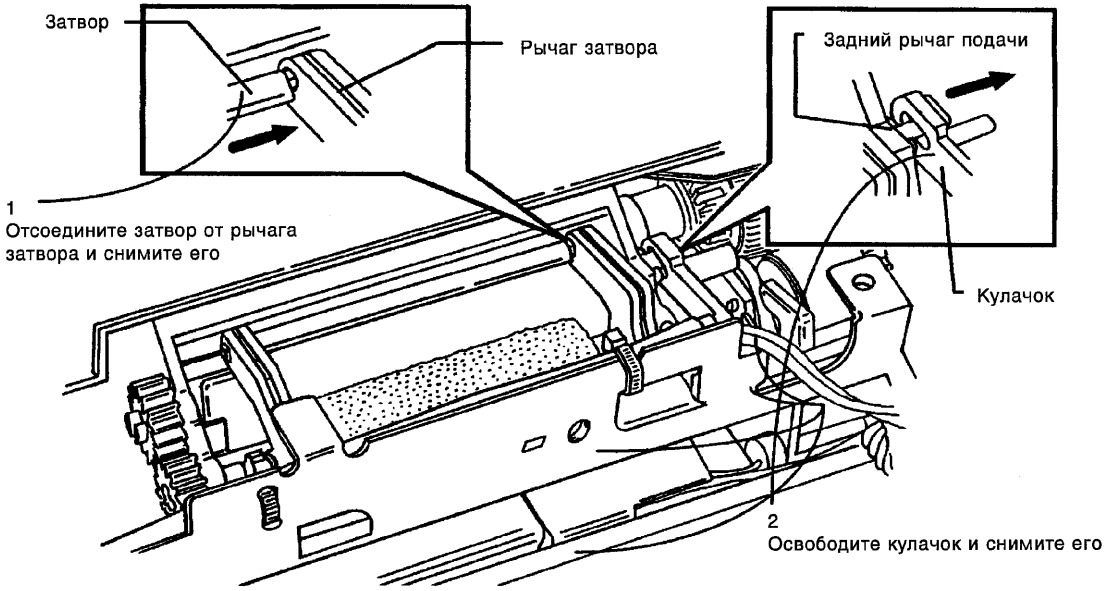

Рисунок 1. Подготовка к снятию узла подачи бумаги.
3. (рис. 1) Снимите затвор, слегка раздвинув ручки затвора.
6. (рис. 1) Снимите узел подачи бумаги.